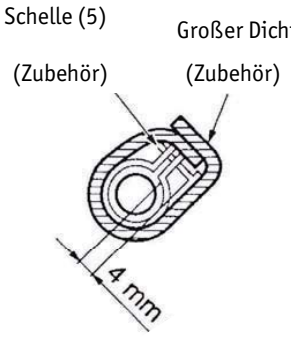

Abb. 3
- Umwickeln Sie beiliegenden Dichtungsstreifen (11) über der Zwinge und dem Ablassschlauch zur Isolierung (s. Abb. 3).